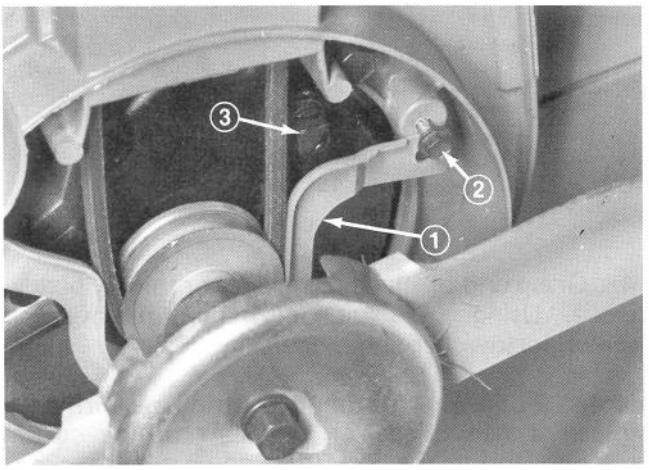

Figure 28
3. Remove drain plug (Fig. 28) and tip mower back to normal position to drain oil.